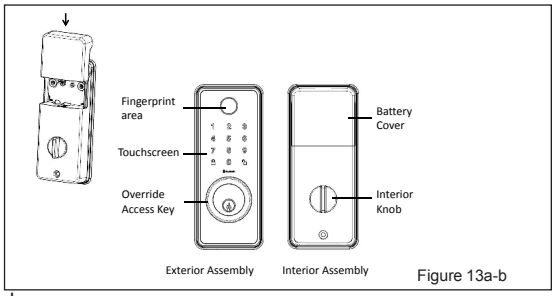

Figure 13a-b
a. Insert 4 AA high quality Alkaline batteries into the Battery Compartment in the direction noted +/- on the Compartment. The Lock will beep 2 times, the keypad will illuminate blue, and the Clevr button will flash green twice to signify that it has received power (Figure 13a).